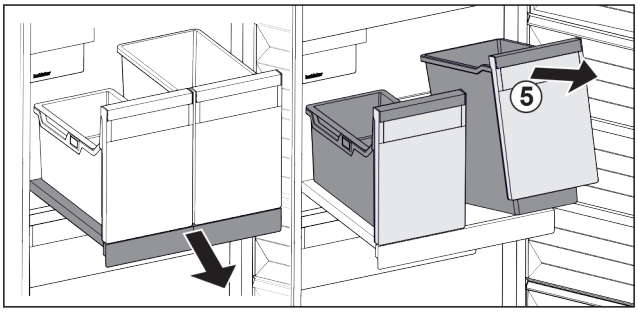

Fig. 41
▶ Приподнимите контейнеры *Fig. 41 (5)* спереди.